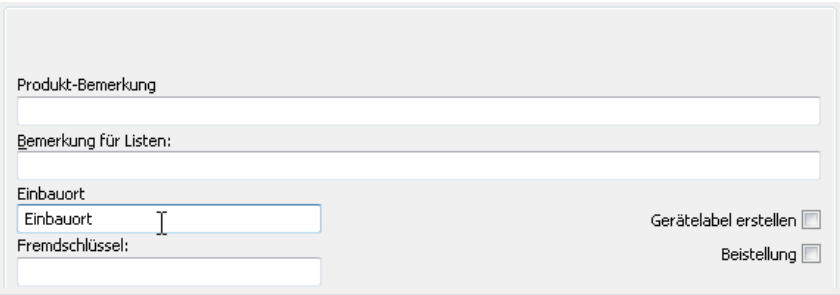

Bild 24.20 – Definition des Teilschlüssels *Einbauort*
- Wechseln Sie zur Rubrik *Produkte*. Tragen Sie den *Einbauort* ins gleichnamige Editierfeld ein und bestätigen Sie (Abb. 24.20).